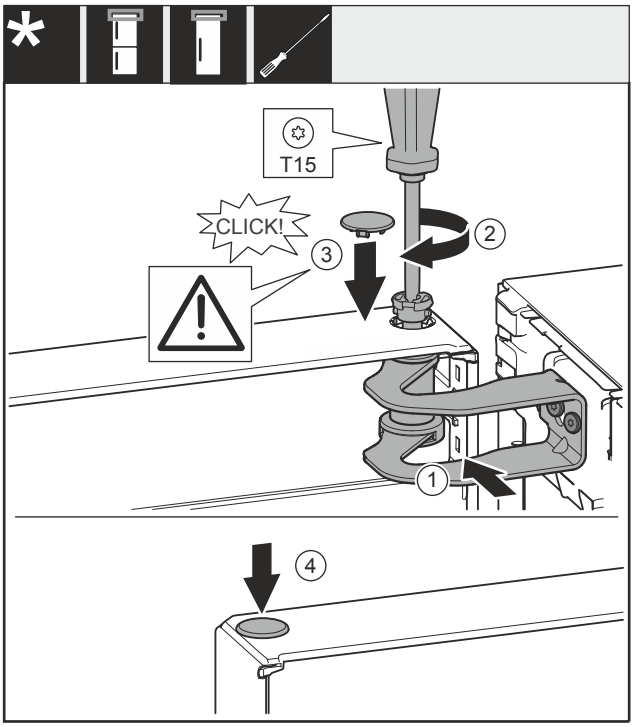

Fig. 24
▶ Aligner la porte sur l'ouverture du support de palier *Fig. 24 (1)*.
▶ Insérer l'axe *Fig. 24 (2)* et le serrer avec un tournevis.
▶ Installer le couvercle *Fig. 24 (3)*.
▶ Vérifier que le couvercle *Fig. 24 (3)* repose bien sur la porte.
▶ Installer le couvercle *Fig. 24 (4)*.